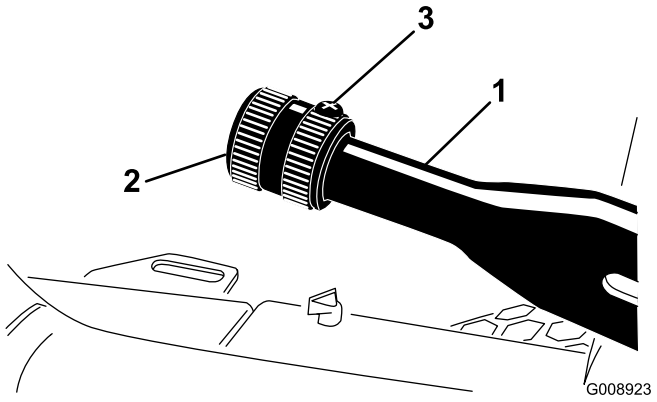

Figura 68
1. Afloje el tornillo de fijación que sujeta el pomo a la palanca del freno de estacionamiento (Figura 68).